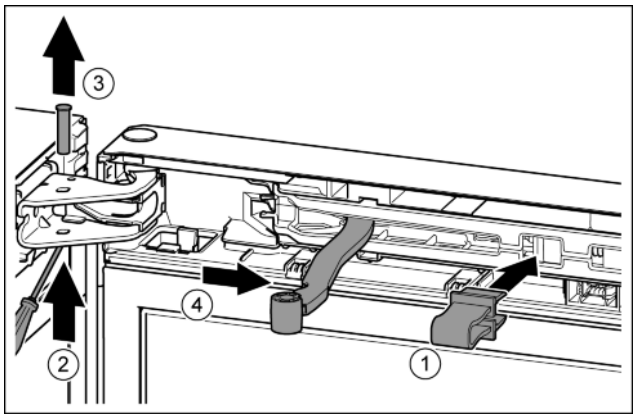

Fig. 10
▶ Introduire l'arrêtoir dans l'ouverture. *Fig. 10 (1)*
▶ Desserrer le boulon avec un tournevis. *Fig. 10 (2)*
▶ Sortir le boulon par le haut. *Fig. 10 (3)*
▶ Tourner l'articulation en direction de la porte. *Fig. 10 (4)*